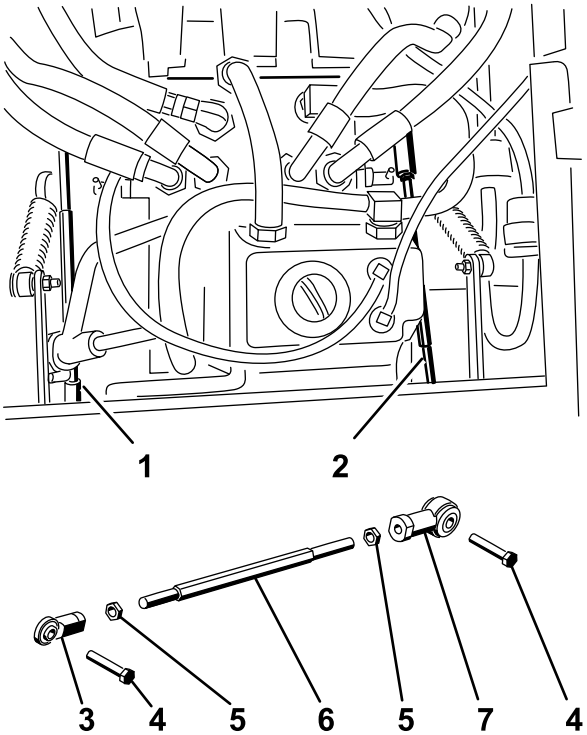

Figur 52
6. Juster lengden på pumpestangen på én side ved å dreie på sekskantakselen i korrekt retning inntil det aktuelle hjulet ikke beveger seg eller kryper noe i revers (Figur 52).